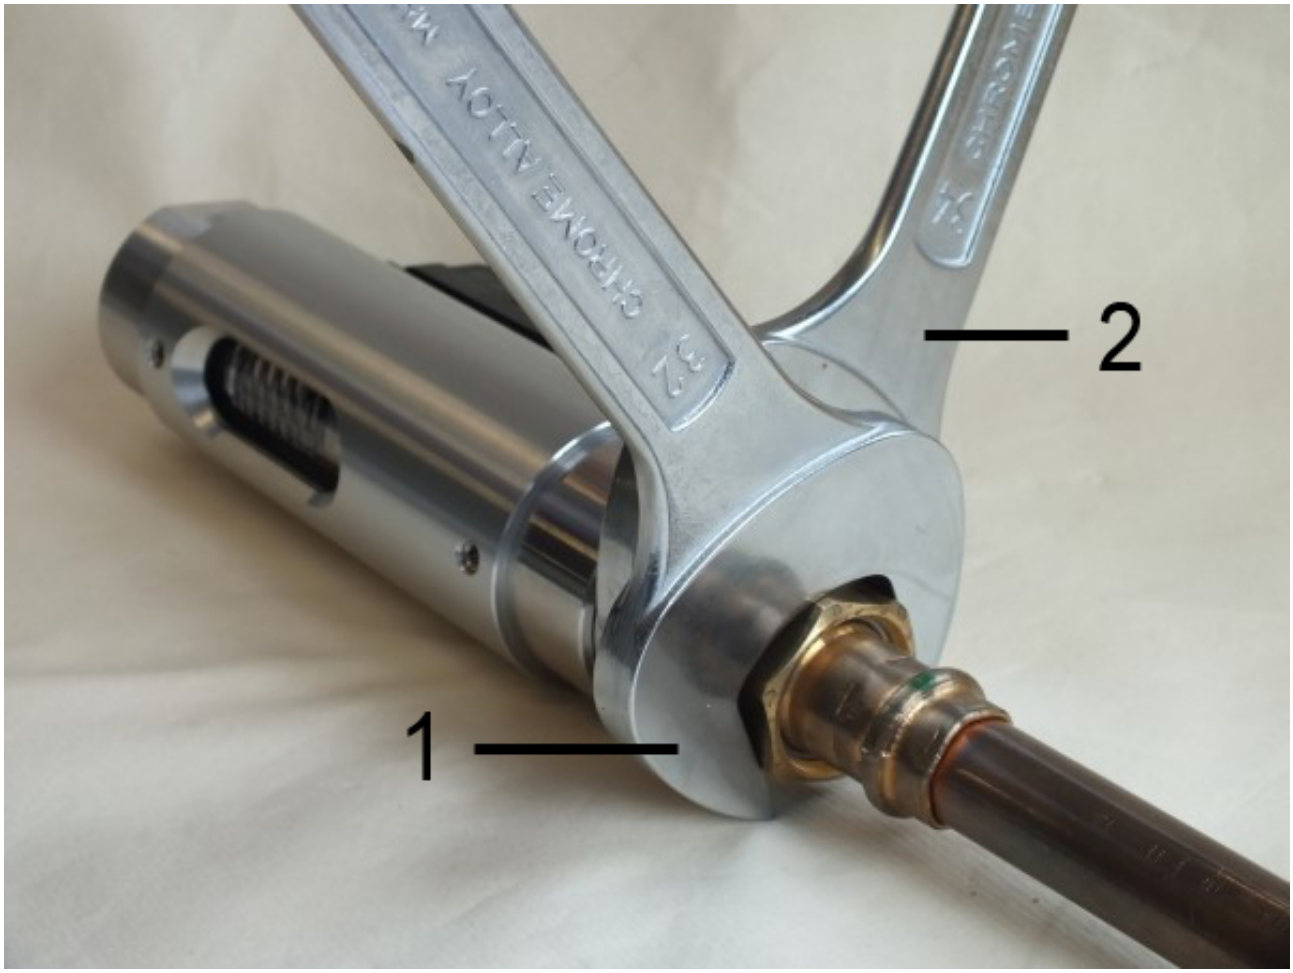

Abb. 11: Gerät einschrauben
2. Mit passendem Maulschlüssel (*Abb. 11*/1) die Übergangsverschraubung der Rohrleitung eindrehen. Dabei die Geräteverschraubung mit einem passenden Maulschlüssel (*Abb. 11*/2) gegenhalten